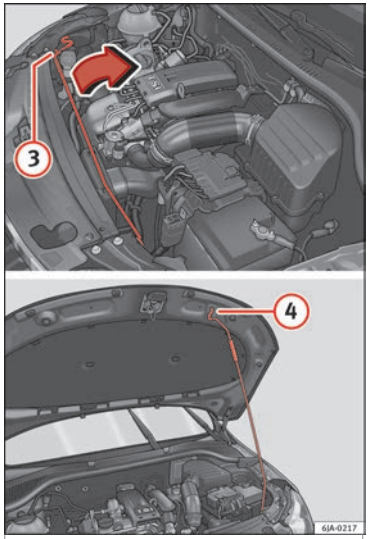

Fig. 109 Locking the bonnet.
– Remove the support strut (3) ››› **Fig. 109** from its fastening in the direction of the arrow and secure the raised bonnet so that the end of the strut hooks onto the opening in the bonnet (4).